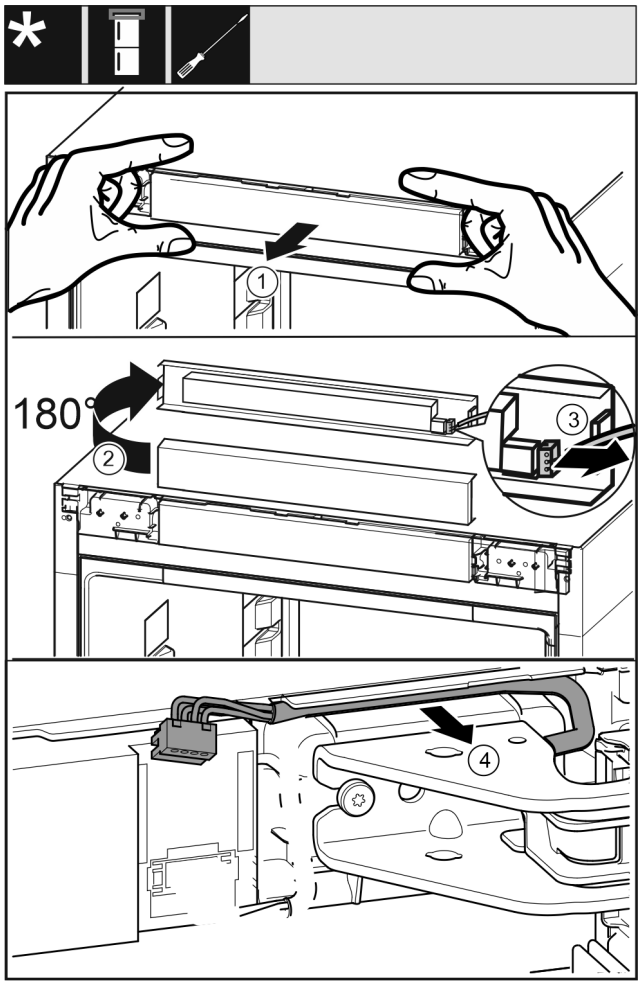

Fig. 13
- ▶ Bedieningspaneel *Fig. 13 (1)* van het apparaat voorzichtig naar voren toe losmaken.
- ▶ Bedieningspaneel *Fig. 13 (2)* naar boven met 180° draaien.
- ▶ Vergrendelingslipje *Fig. 13 (3)* naar achteren drukken en de stekker voorzichtig er uit trekken.
- ▶ Kabel *Fig. 13 (4)* middels lagerbok voorzichtig uit de geleiding losmaken.